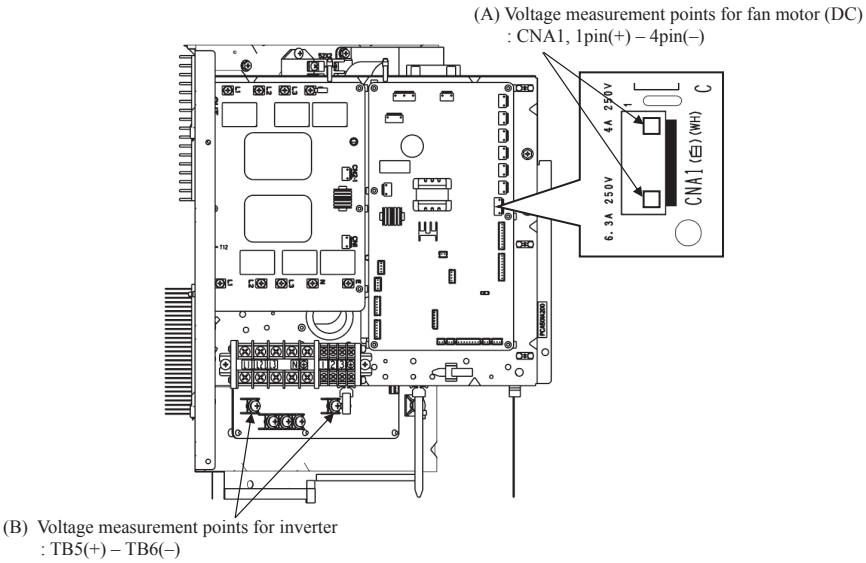

Fig.2 Voltage measurement points
2) In the situation that harnesses are connected to control PCB, **be sure to measure voltage (DC) of two places ((A), (B))** and check that **the voltage is discharged sufficiently**. (Refer to Fig.2)